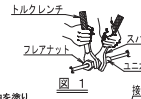

図1
- ●必ずスパナとトルクレンチを2丁掛けで使用してください。(図1参照)